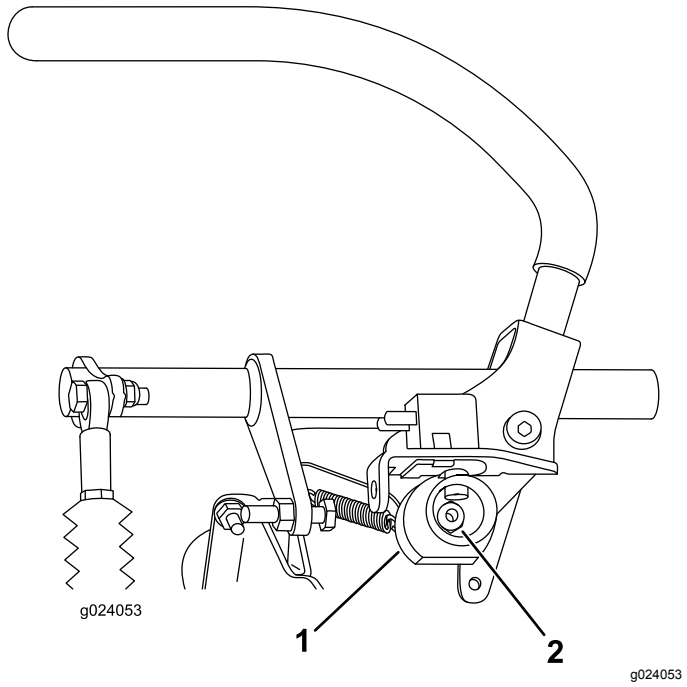

Bild 68
6. Lockern Sie die Mutter, mit der die Nocke befestigt ist (Bild 68).